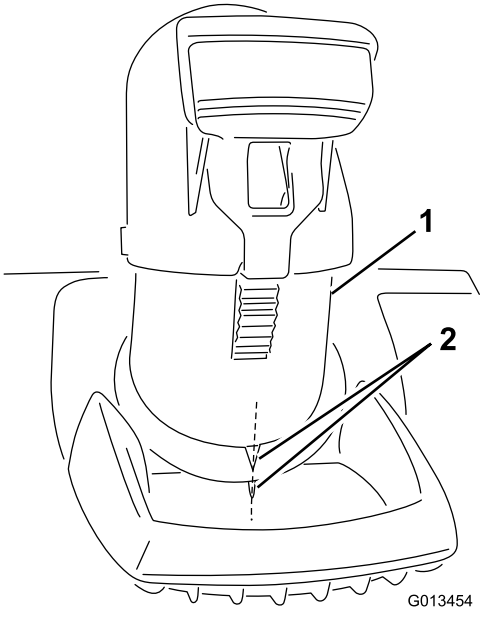

**Figur 3**
***Viktig:*** **Innrett pilen på utløpssjakten med pilen på huset (Figur 3).**